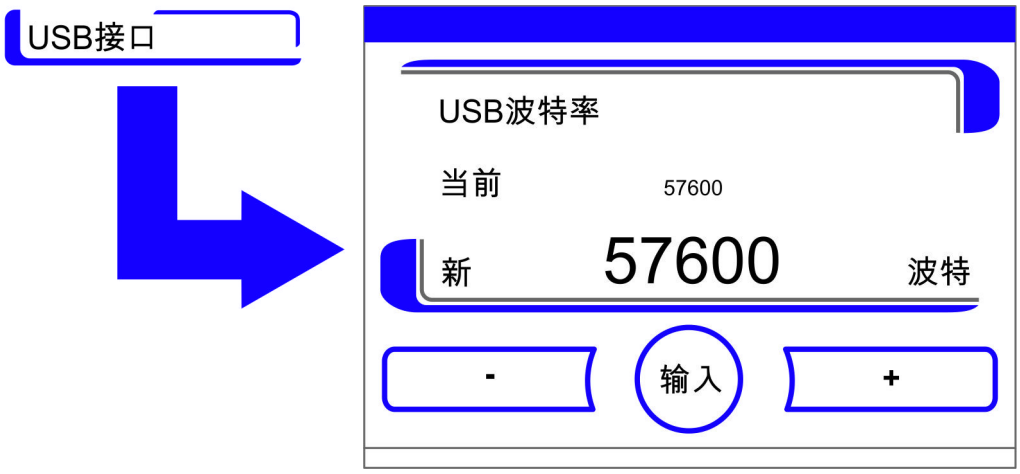

图 6-27. 设定 USB 接口波特率
- 出现在 图 6-27 所示的输入对话框。
4. 用按钮 + 或者 – 调节 USB 接口的波特率（图 6-27）。